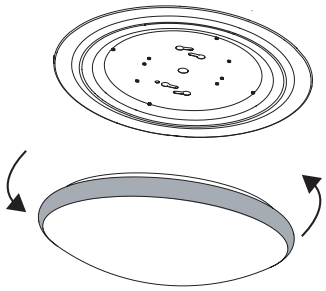

Figure 1
2. Pour retirer le diffuseur, dévisser le boîtier (voir figure 1)